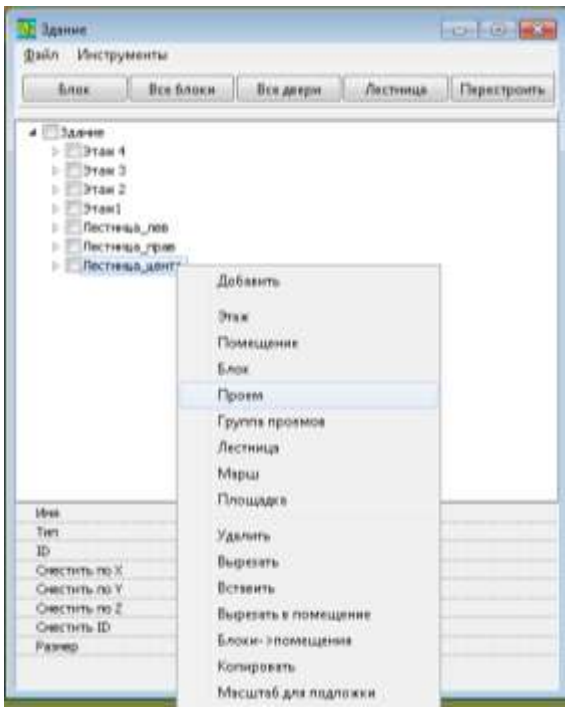

Рисунок 4.97 – Формирование проемов, связывающих элементы лестницы.
(1) добавить элемент *«Проем»* на «Лестницу» (Рисунок 4.97), если элемент уже существует, то выделить его левой клавишей мыши (Рисунок 4.98 б), в инспекторе свойств задать тип=2 (проем без двери);